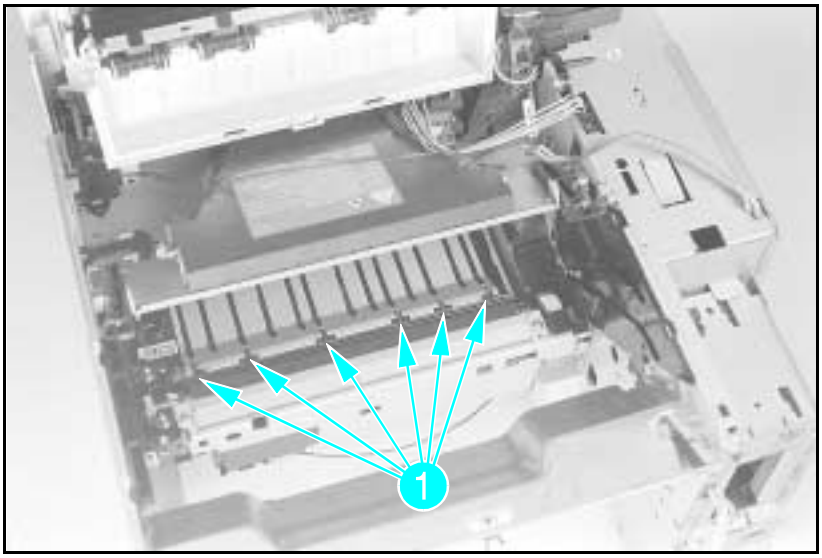

Figure 6-53 Paper Guide Rollers
3 Remove the (6) rollers from the High Voltage Contact Plate (see Figure 6-53 callout *1*).